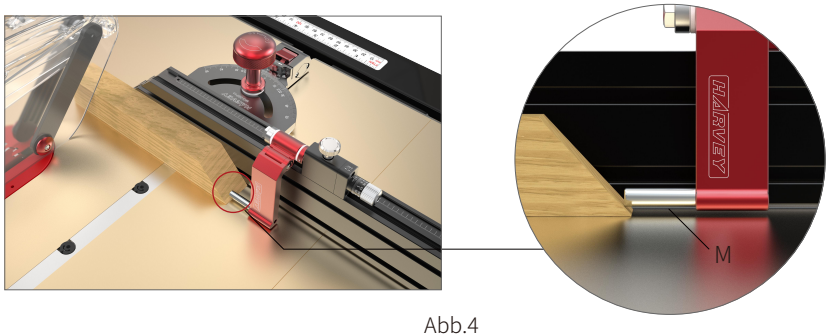

Abb.4
- Für die metrische Version entspricht eine volle Umdrehung des Mikroverstellschalters (I) 1 mm, wobei jede Einteilung auf dem Skalenring (J) 0,02 mm beträgt.
- Für die imperiale Version entspricht eine volle Umdrehung des Mikro-Einstellknopfs (I) 1/20", wobei jede Einteilung auf dem Skalenring (J) 0,001" beträgt.
- Für jedes Werkstück mit einer abgeschrägten Kante kann der Fasenstift (M) zur Positionierung ohne Beschädigung der Kante des Werkstücks verwendet werden, wie in Abbildung 4 gezeigt.